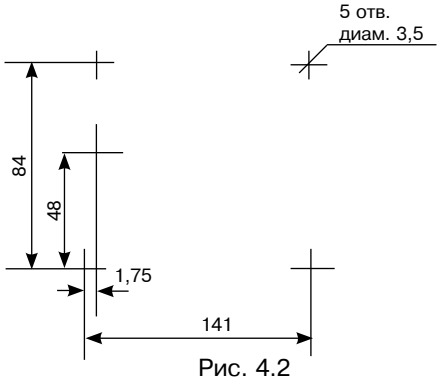

Рис. 4.2
– произведите разметку согласно чертежу, приведенному на рис. 4.2;